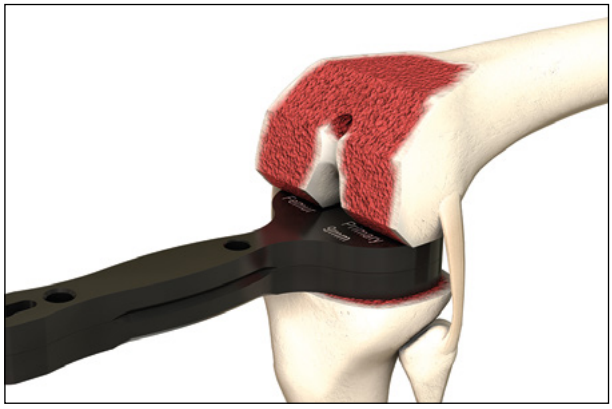

Fig. 32
- Futja e bllokut të distancimit në hapësirën e përkuljes me insertin e bllokut të distancimit, të përcaktuar më parë në shtrirje (Fig. 32)